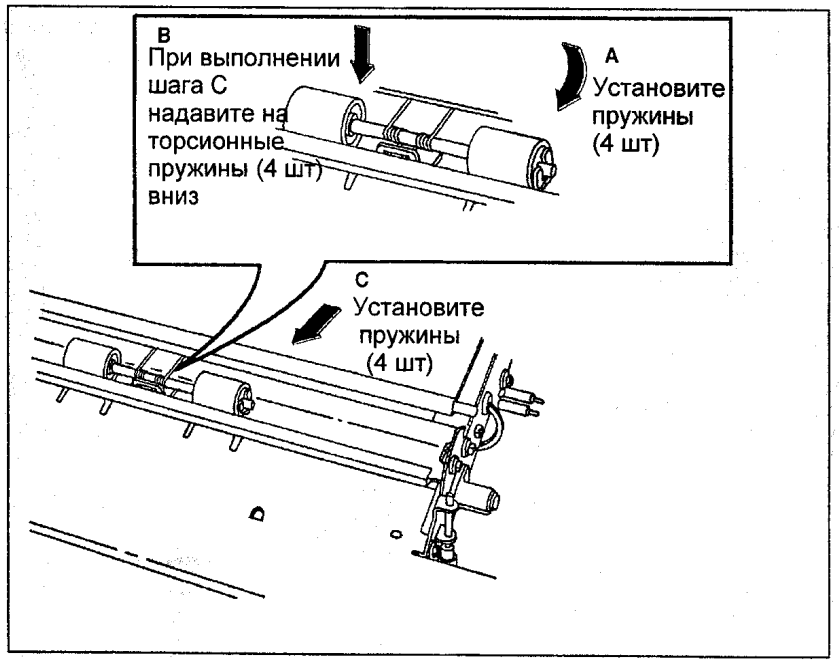

Рис. 2 Установка на место нижних роликов подачи материала
1. (РИС. 2): УСТАНОВИТЕ ПРОМЕЖУТОЧНЫЕ РОЛИКИ НА МЕСТО.